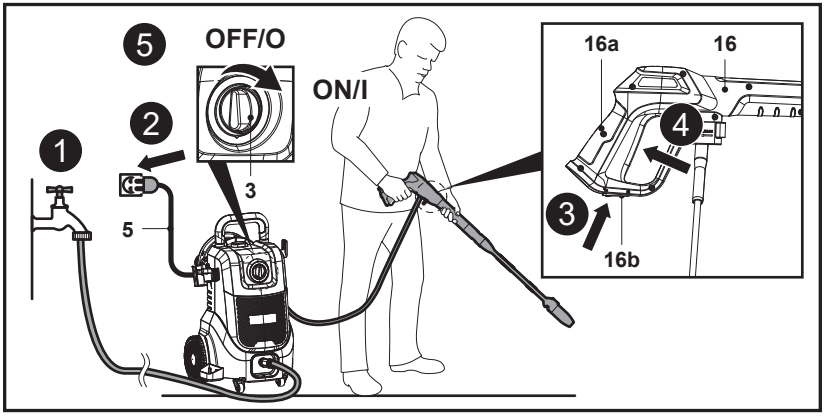

Fig. 19
1. Open the water tap to let the water flow into the pump (Fig. 19, step 1).
2. Connect the power cord (5) to power supply ensuring that the on/off rotary switch (3) is in the off position (Fig. 19, step 2).
3. Pull the trigger lock (16b) at the bottom of spray gun (16) back to unlock the spray gun trigger (16a) (Fig. 19, step 3).
4. Fully press the trigger (16a) until there is a constant flow of water to clear the air from the machine and water supply hose (Fig. 19, step 4). Release the spray gun trigger (16a) afterwards.
5. Switch on the machine by rotating the on/off rotary switch (3) to **"I"** position (Fig. 19, step, 5).